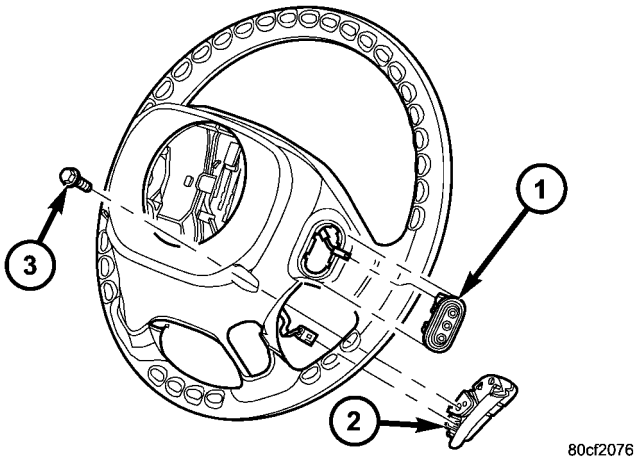

Fig. 15 REMOTE SWITCHES
(5) Depress the tabs on each side of each switch and push the switch through the rear steering wheel cover (Fig. 15).